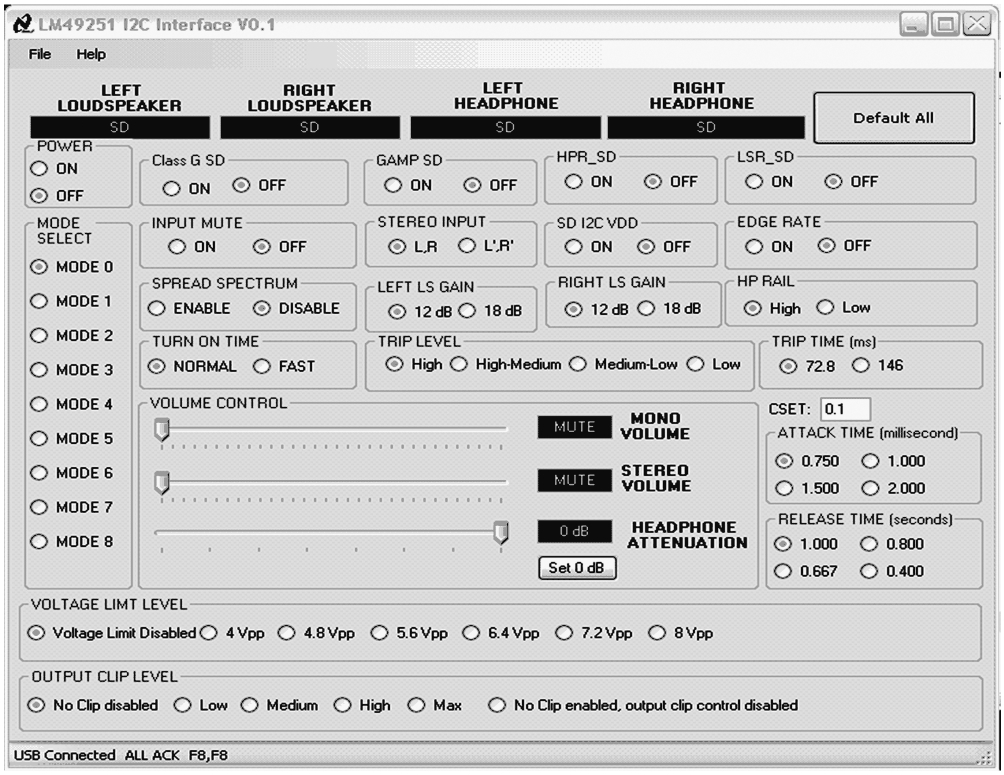
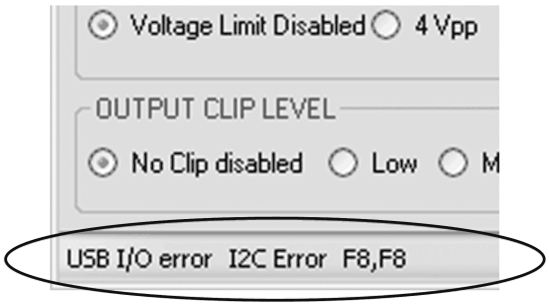

Figure 61. Software Graphic user Interface (GUI)
Figure 62. Error Message displayed on GUI if device is NOT acknowledged (I^2C Error) or if there is an USB error (USB I/O error)
10. Verify that the device has been acknowledged by looking at bottom left corner of GUI (see Figure 61 and Figure 62).